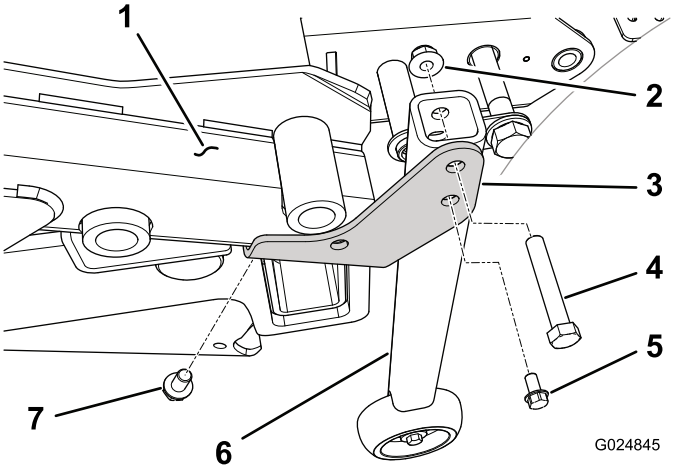

Figur 96
7. På traktionsenheder med et serienummer, der er højere end 313000001, monteres et konverteringsbeslag (højre eller venstre side) på undersiden af det relevante bageste hjørne af skjoldrammen med en 3/8 x 5/8 tommes selvskærende skrue (Figur 96).
8. Monter den lodrette rørstøttesamling på konverteringsbeslaget (højre eller venstre side) på hvert hjørne af skjoldrammen med en skrue (3/8 x 2-1/4 tomme) og en flangemøtrik (3/8 tomme) (Figur 96).